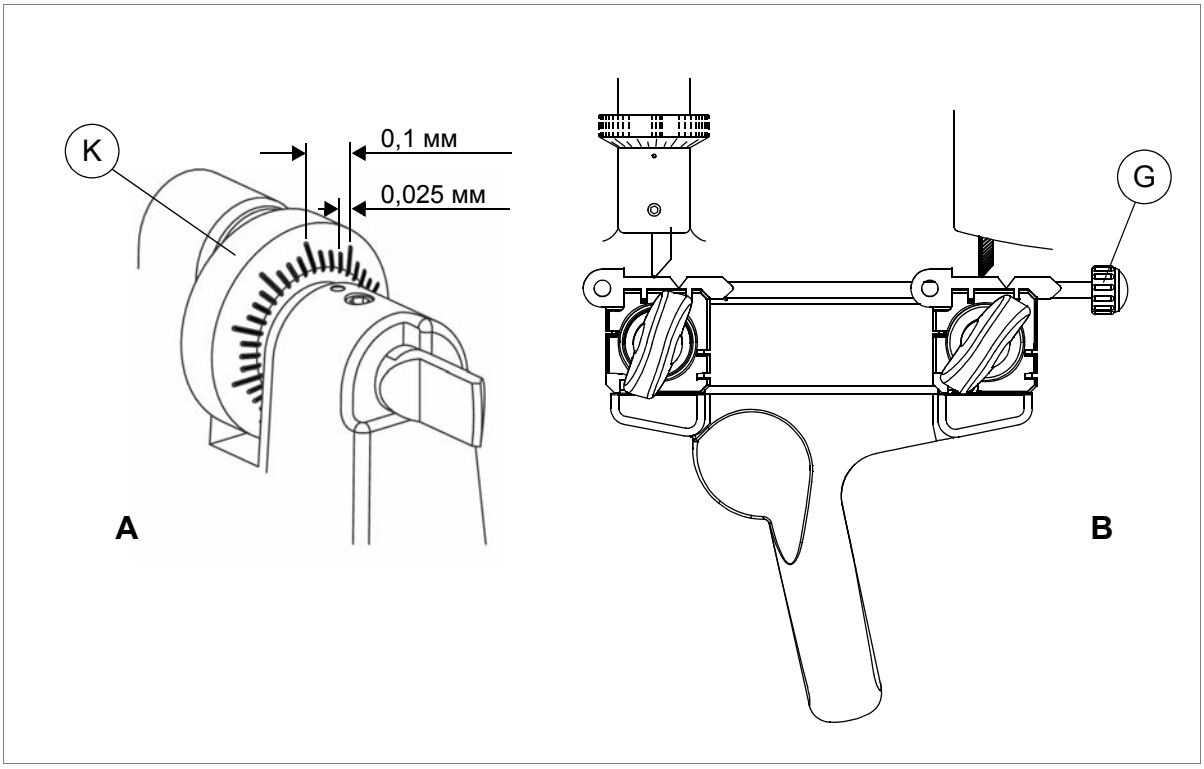

Рис. 12
2) Закрепите в зажимах регулировочные ключи (входят в комплект поставки) (рис. 12-B).
3) Убедитесь, что регулировочные ключи надежно закреплены в зажимах (рис. 12-B).
4) Поверните измерительную рейку (G) по направлению к оператору, чтобы измерительные устройства вошли в контакт с регулировочными ключами (рис. 12-B). Опустите измерительную рейку (G).
ВНИМАНИЕ: каждая метка на шкале с градовым делением соответствует 0,025 мм (рис. 12-A).